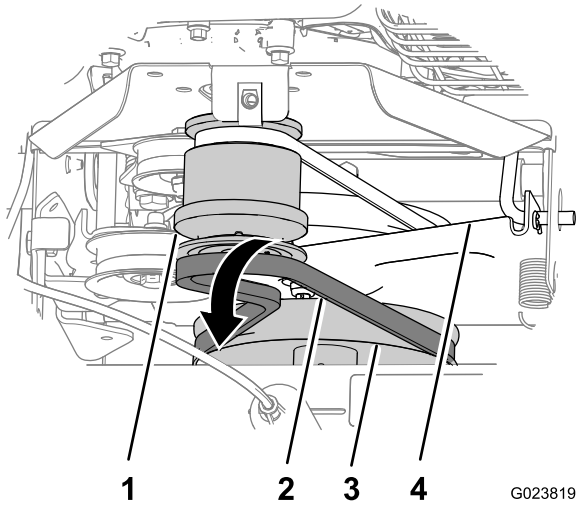

Figur 40
3. Skyd remmen fremad over den forreste rille på motorremskiven (Figur 40).
4. Skyd remmen af kostens gearkasseremskive, flyt remmen bagud mellem remskiven og traktionskontrolbeslaget. Fjern derefter remmen fra maskinen (Figur 40).
1. Ret den nye rem ind mellem remskiven og traktionskontrolbeslaget (Figur 40).
2. Skyd remmen op på rillen i bunden af kostens gearkasseremskive (Figur 40).
3. Skyd remmen op på den forreste rille på motorremskiven (Figur 40).